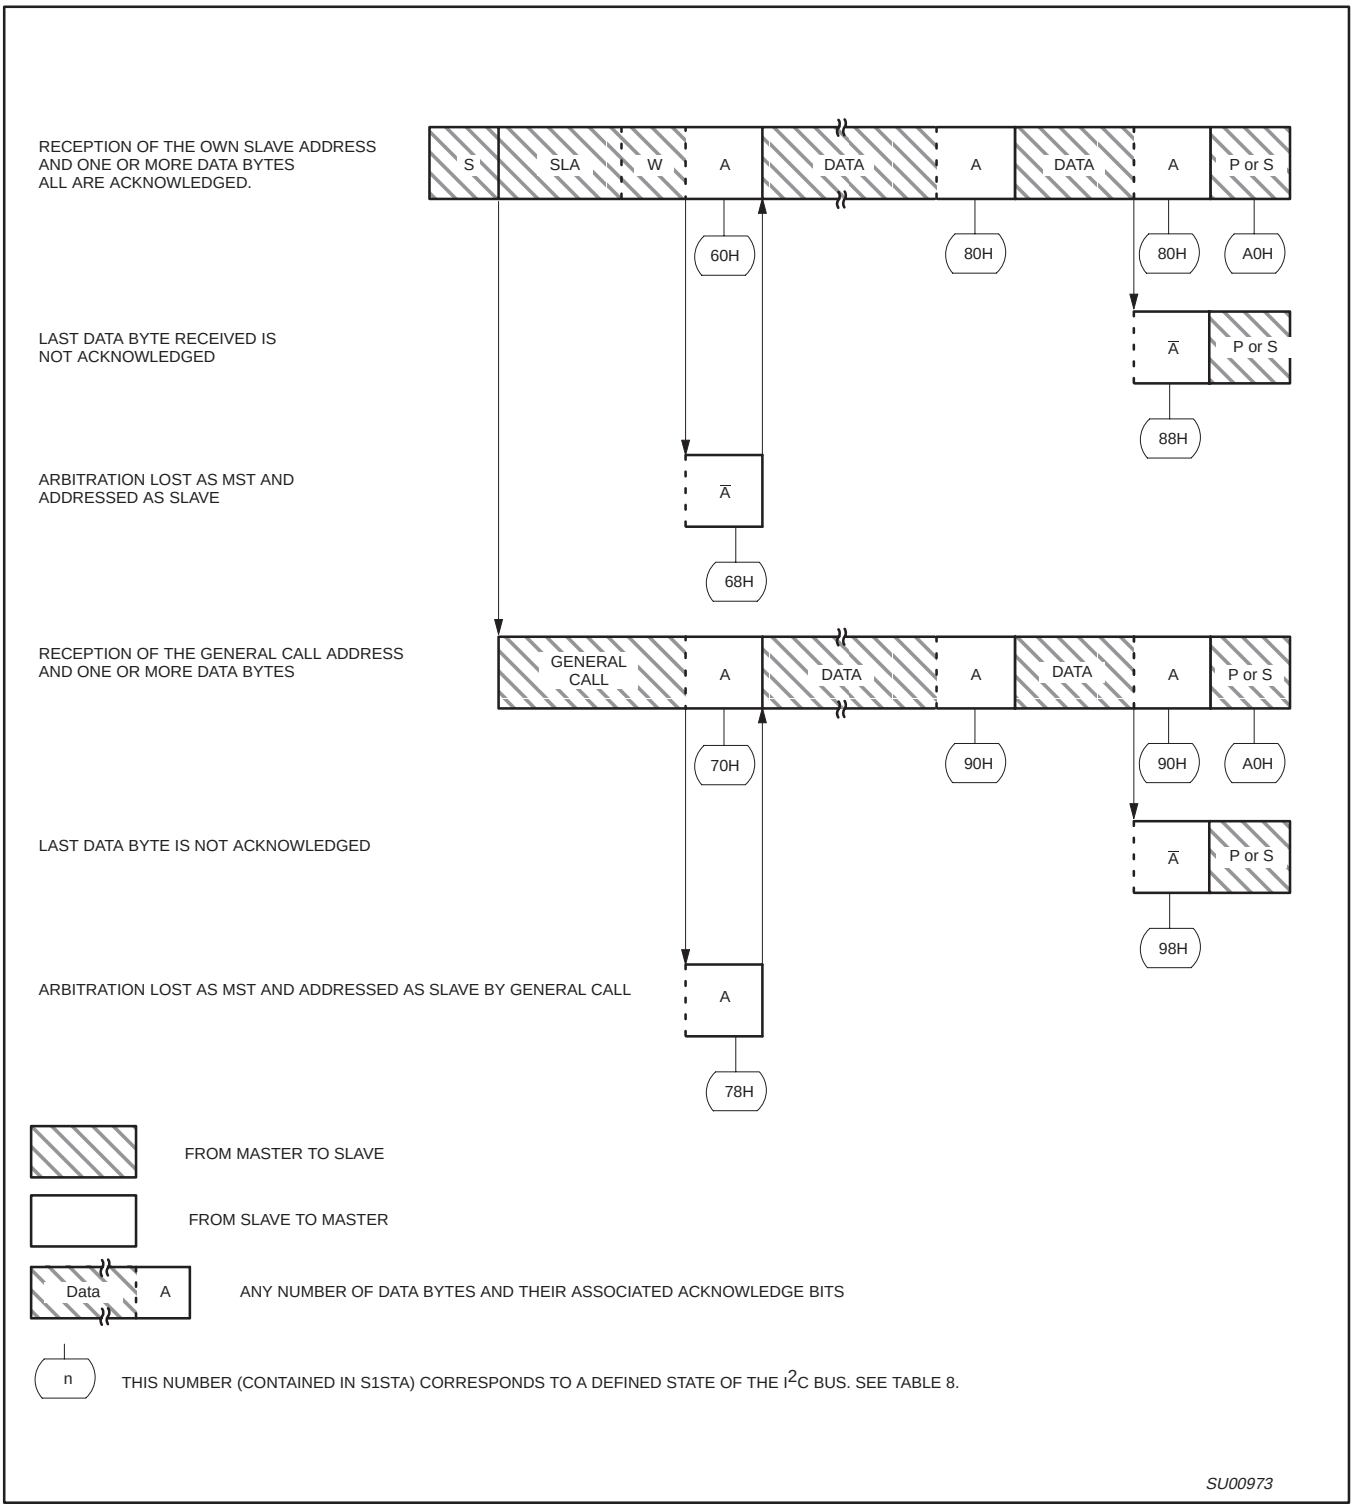

**Figure 42. Format and States in the Slave Receiver Mode**
**Slave Receiver Mode:** In the slave receiver mode, a number of data bytes are received from a master transmitter (see Figure 42). To initiate the slave receiver mode, S1ADR and S1CON must be loaded as follows: